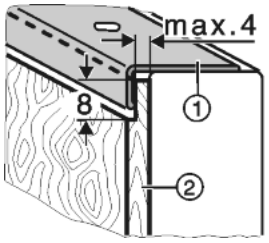

Fig. 38
▶ A vastagabb dekorlapokat *Fig. 38 (2)* szélezze le maximum 4 mm vastagságra az ábrán látható módon.